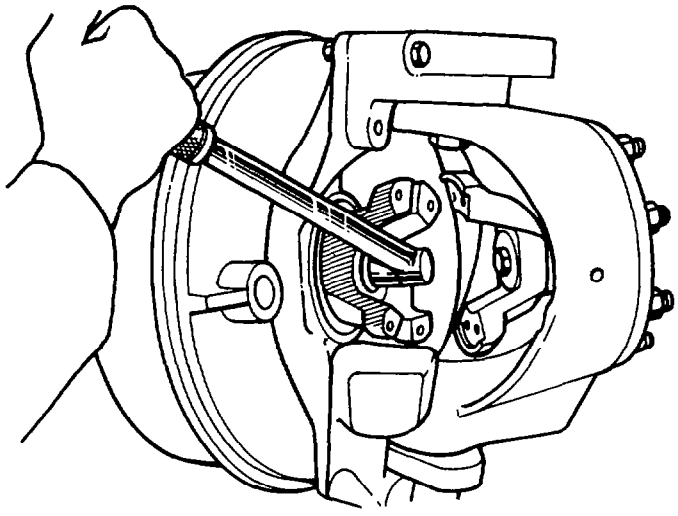

Fig. 367 — Removing Centre Bolt
f. Rotate the drive-end to its full lock position then remove the bolt securing the outer drive-shaft to the drive yoke (see fig. 367).